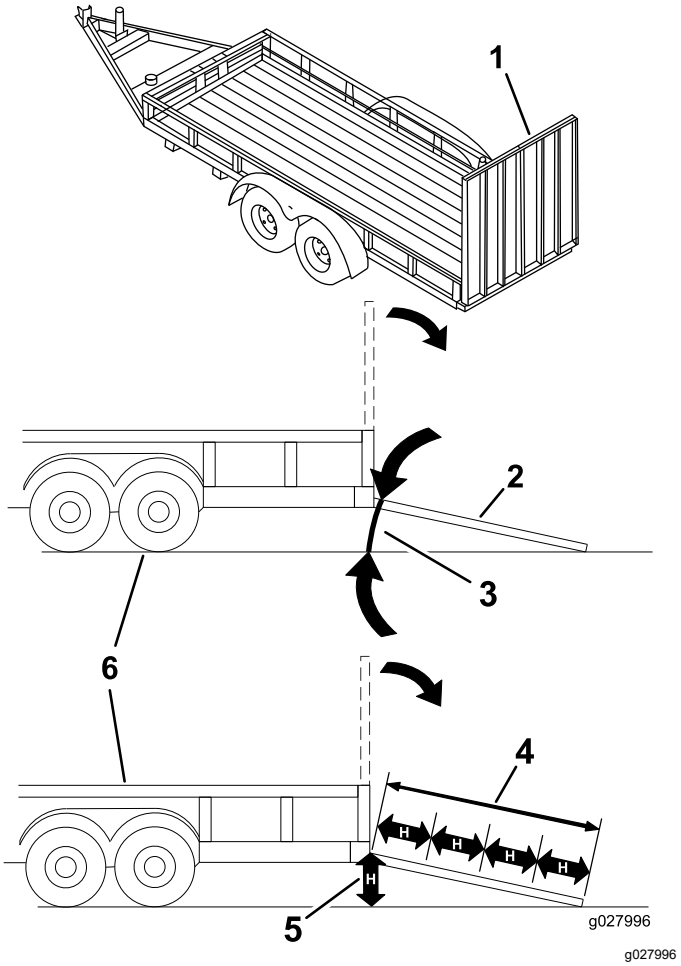

Figur 39
Om man lastar på en maskin på ett släp eller en lastbil ökar risken för att välta, vilket kan orsaka allvarliga personskador och innebära livsfara (Figur 39).
3. Sänk ned rampen och säkerställ att vinkeln mellan rampen och marken inte är större än 15 grader (Figur 39).
1. Sänk ned rampen och säkerställ att vinkeln mellan rampen och marken inte är större än 15 grader (Figur 39).